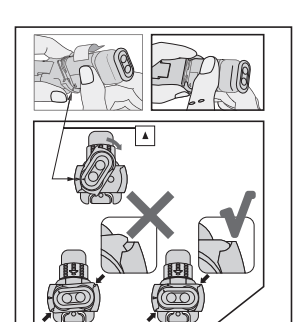

Fig. 4 4. ábra
obr. 4 Рис. 4
3. After cartridge loading, push the piston release forward until it stops (Fig. 4).